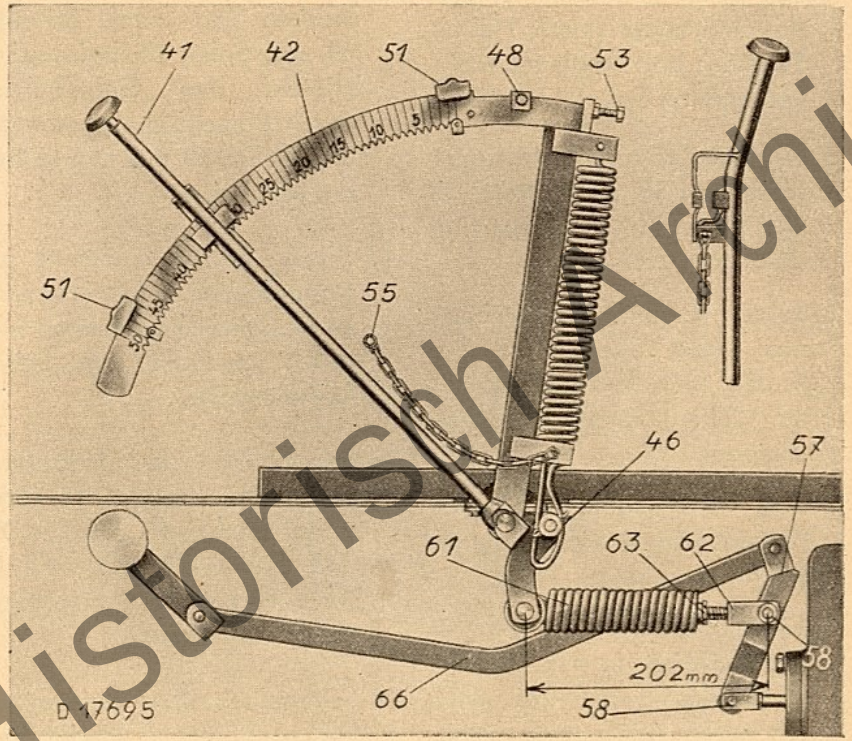

Bild 14
3. Zwischen Steuerhebel 41 (Bild 14 und 25) und Segment 42 je zwei Federn 43, Rohrstücke 44 und Gummistopfen 45 einsetzen. Hebel mit Rücklauffeder am Segment verbinden und mit Splint 46 sichern.
8. Anschlagschraube 53 (Bild 14) mit Mutter 54 in das vordere Ende des Segmentes einschrauben (Einstellung siehe Abschnitt M 6).